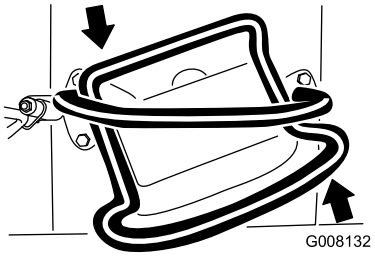

Figuur 10
- Voor een bocht naar links draait u de tractiebediening linksom (Figuur 10).